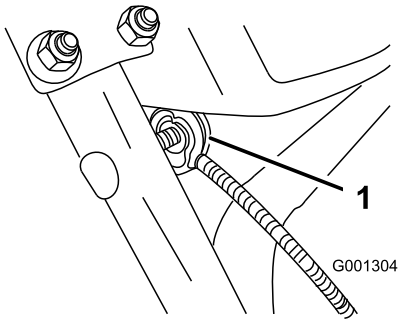

Figur 7
3. Fjern mutteren og skiven fra håndtaket, fest kabelklemmen på kabelen til håndtaket, sett på skiven igjen og trekk til mutteren for hånd (Figur 7).